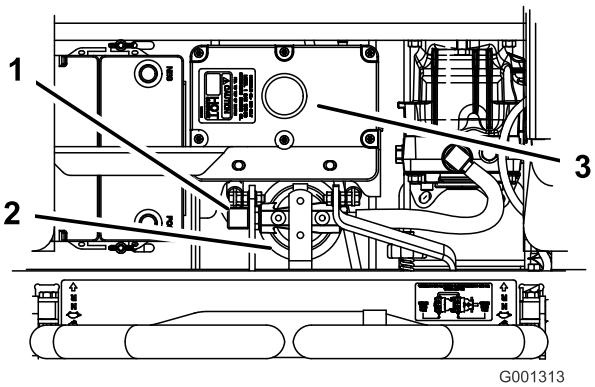

Figur 71
4. Fjern den høyre hydraulikkslangen som kommer inn i adapteren (Figur 71).
6. Monter den høyre hydraulikkslangen på adapteren (Figur 71).